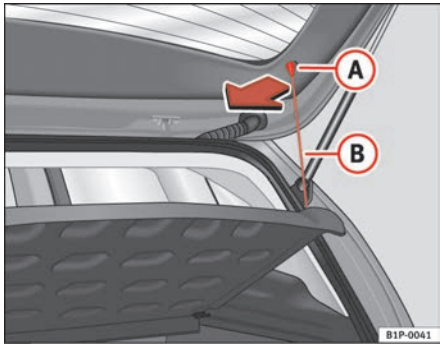

Fig. 106 Stowage compartment
– Disengage the loops ⇒ fig. 106 (B) from the retaining pins (A)